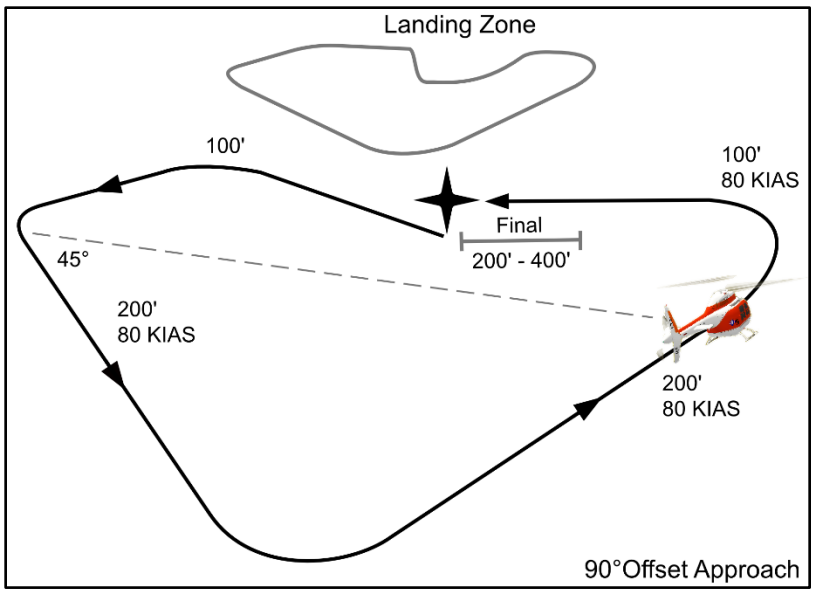

Figure 1-3 90° Offset Approach
3. The modified downwind (as shown in Figure 1-3) aids in the proper set up for a base leg, simulating an approach from a 90º position.